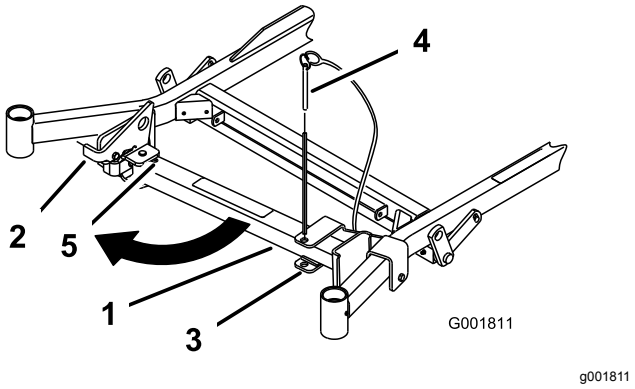
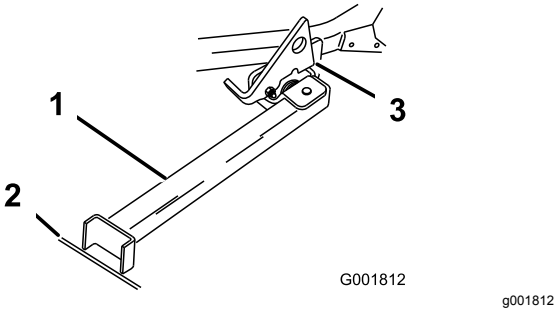

Figur 46
Figur 47
2. Monter brakettpinnen (Figur 46).
4. Sving stativets fot ut og skyv det mot maskinen, inn i bunnen av slissen (Figur 46 og Figur 47).
5. Plasser stativets fot på bakken og hvil spaken på dreietappen (Figur 47).
Merk: For best resultat, plasser stativets fot i skjøter i fortauet eller ned i gressmatten (Figur 47).
7. Kjør maskinen opp på støttene. Stopp når spaken faller ned over tappen i låst stilling (Figur 47).
5. Plasser stativet i hvilestilling igjen (Figur 46).